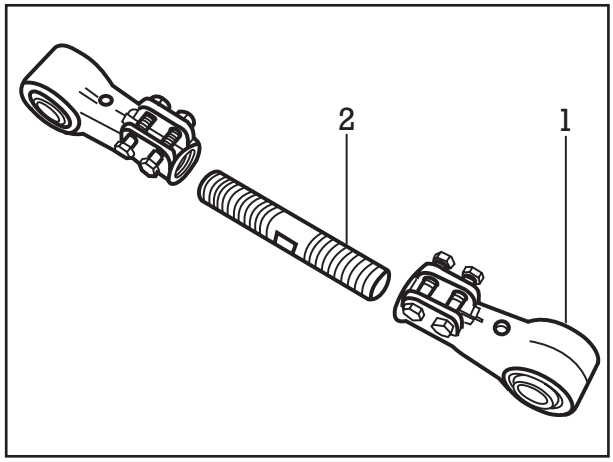

Рис. 15
(26) Ослабить болты зажимных головок (рис. 15/1) и проверить винт регулирования (рис. 15/2) соединительной тяги на свободный ход. При необходимости снять винт регулирования, тщательно очистить его и смазать резьбу специальной долговременной смазкой BPW ECO-Li 91.
(27) Смонтировать соединительную тягу, при этом обратить внимание на правую и левую резьбу.